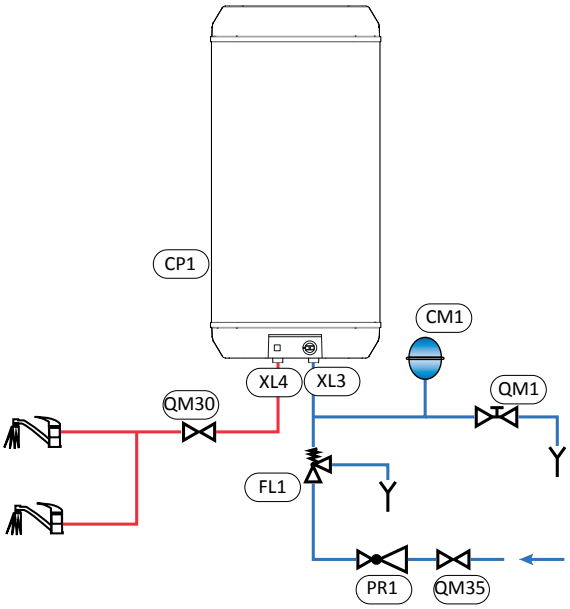

Rys. 8 Schemat podłączenia hydraulicznego.
Podgrzewacz należy podłączyć do instalacji wodociągowej o ciśnieniu wody **min 1 bar, max 6 bar**, zgodnie ze schematem instalacyjnym (**Rys. 8**).
W celu zminimalizowania zjawiska wypływu wody z zaworu bezpieczeństwa, związanego z rozszerzalnością cieplną cieczy zaleca się zainstalowanie odpowiedniego naczynia przeponowego na przyłączu wody zimnej (Rys. 8 poz CM1)
2. Zamknąć dopływ zimnej wody użytkowej, otworzyć najniżej położony punkt poboru ciepłej wody użytkowej a następnie opróżnić zbiornik zaworem spustowym (**Rys. 8** poz. QM1).